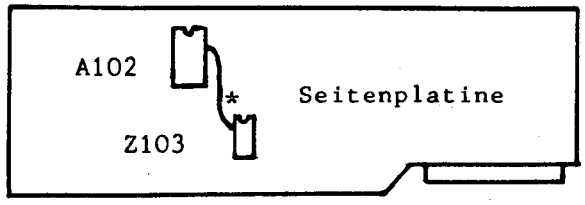

Abbildung 6
6. Verbinden Sie den an Pin 20 angeschlossenen Draht mit Pin 2 von Z103 (siehe Abbildung 6). Dies kann entweder durch Anlöten geschehen, oder durch Einstecken in den Sockelkontakt (Z103 dazu vorher herausnehmen). Sicherer ist natürlich die Lötverbindung.